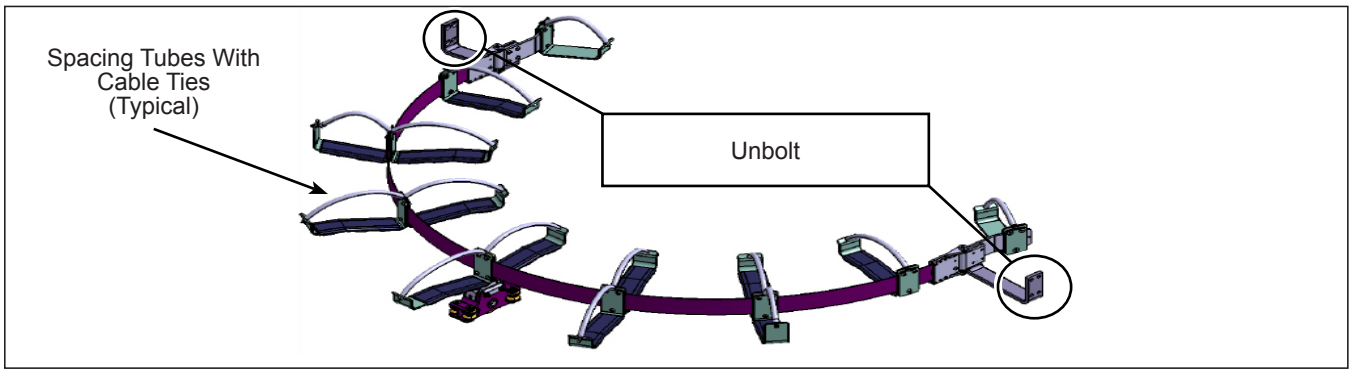

Figure 3 - Remove the Spacing Tubes and Unbolt the EGS
1.6.1. Cut the cable ties retaining the spacing tubes that extend across the top of the hoses and cables. Discard them. See Figure 3.
1.6.2. Unbolt the EGS from the front and the rear section of the vehicle. See Figure 3.